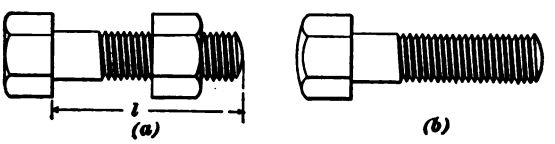

FIG. 43.
96. In **machine bolts,** or **bolts,** for short, one of which is shown in Fig. 43 (*a*), the shank and head are left rough, or just as they come from the bolt-heading machine. Machine bolts are regularly made in lengths varying by
half inches from $1\frac{1}{2}$ to 8 inches. Above 8 inches and up to 20 inches the length varies by whole inches. The length of a machine bolt is always measured under the head, as the distance l in Fig. 43 (*a*).
98. **Capscrews,** one of which is shown in Fig. 43 (*b*), are bolts with either hexagonal or square heads; they have the shanks turned and the heads finished all over by milling and turning. Unlike machine bolts, they are usually furnished without nuts, unless especially ordered.